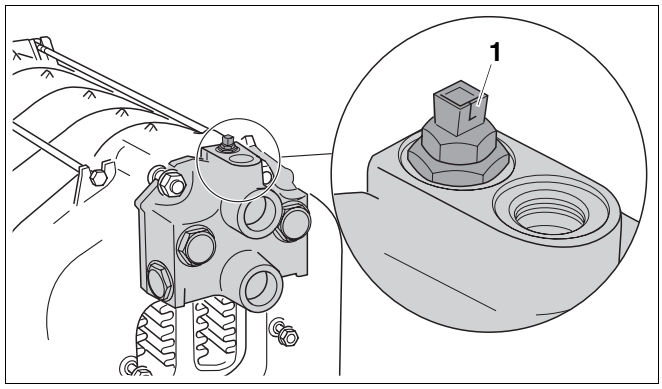

Fig. 47 Screwing in the boiler sensor
- Screw in the assembled reducer/sensor unit (➔ Fig. 47).